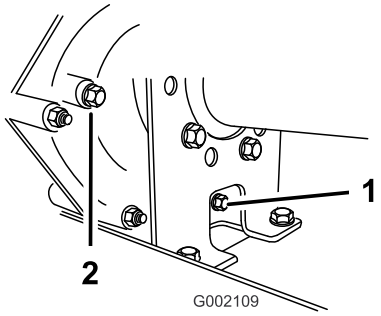
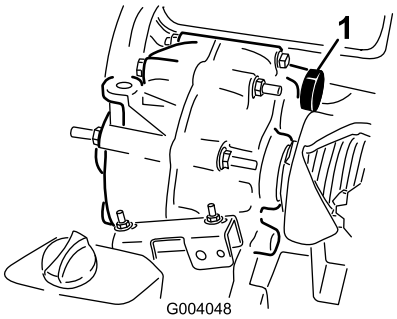

**Figure 48**
**Figure 49**
2. Remove the drain plug from the right side of the reservoir (Figure 48) and let the fluid flow into a drain pan. Install and tighten the plug when the fluid stops draining.
3. Fill the reservoir (Figure 49) with approximately 1-1/2 qt. (1.4 liters) of SAE 10W30 motor oil or until the oil level is at the bottom of the level indicator hole (Figure 48).